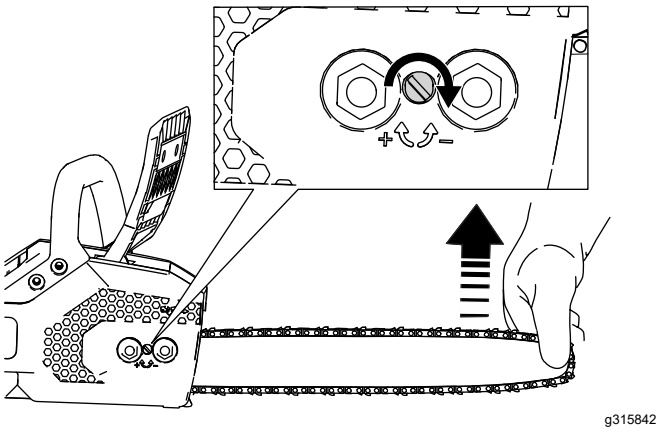

Rysunek 27
6. Podtrzymaj koniec prowadnicy piły (Rysunek 27).
- **Aby naprężyć łańcuch,** przekręć śrubę naprężania łańcucha w prawo (Rysunek 27).